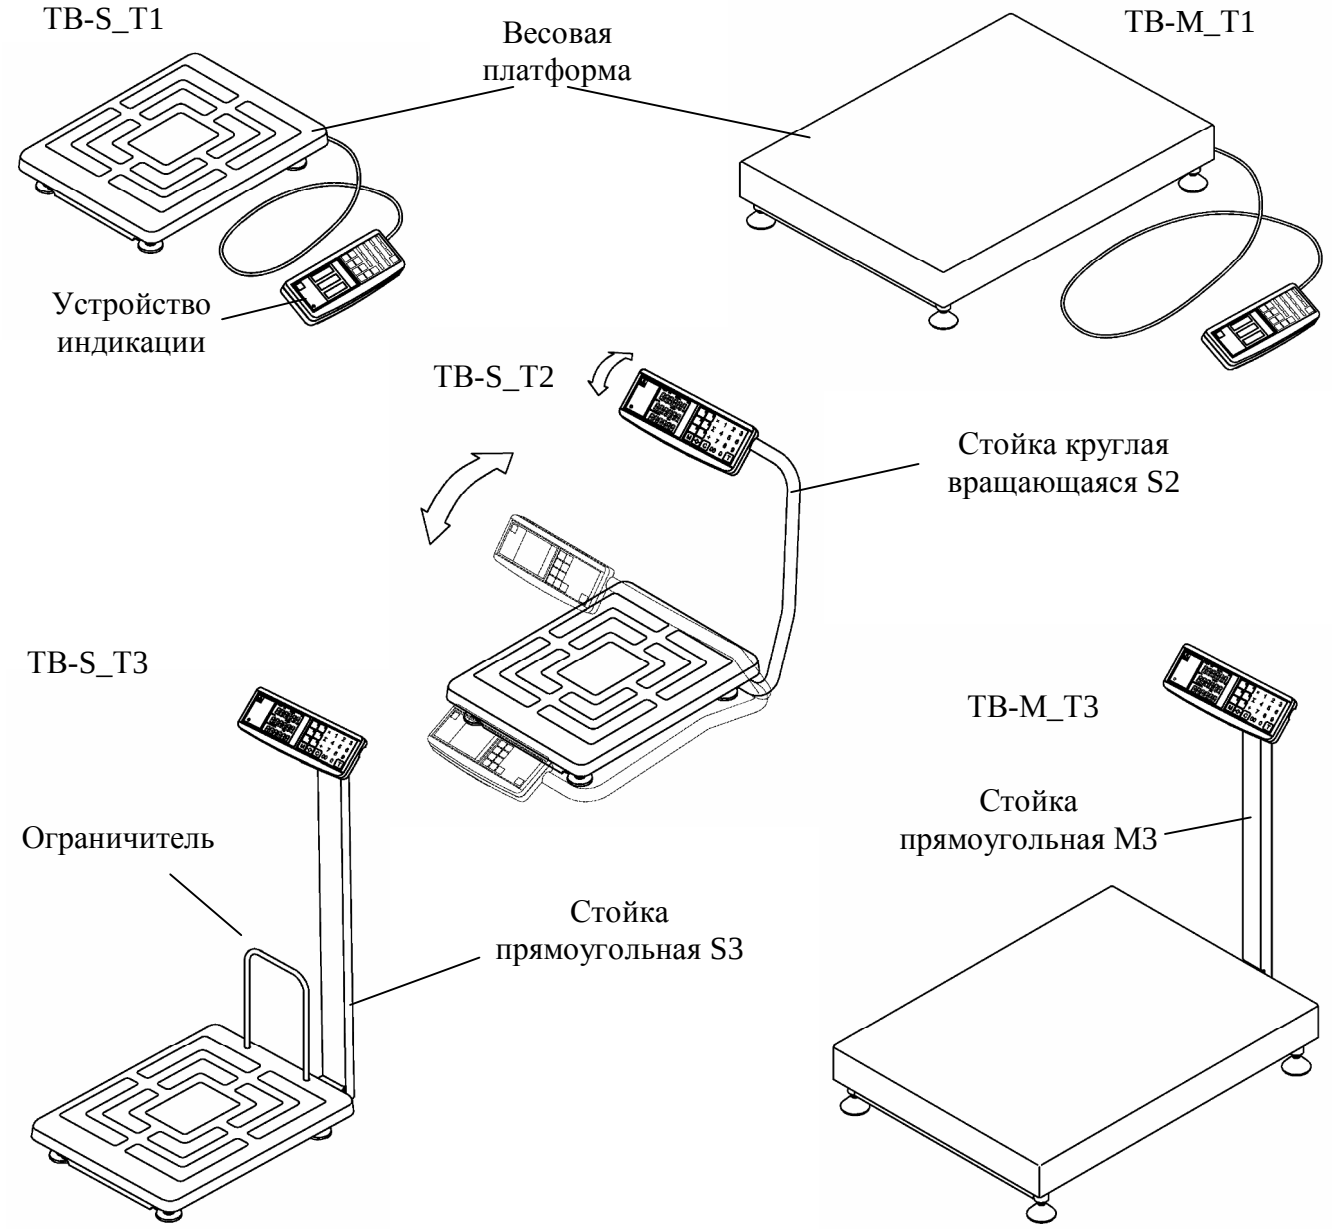

Рис. 5.1- Варианты исполнения весов
5.1 Весы состоят из весовой платформы и устройства индикации. В зависимости от способа установки устройства индикации весы поставляются в следующих вариантах (Рис. 5.1):
- вращая стойку (Рис. 5.1) установить ее в удобное для работы положение и зафиксировать, плотно затянув винты в кронштейнах основания (восемь винтов). На входе в стойку оставить припуск кабеля длиной 20÷30 мм;